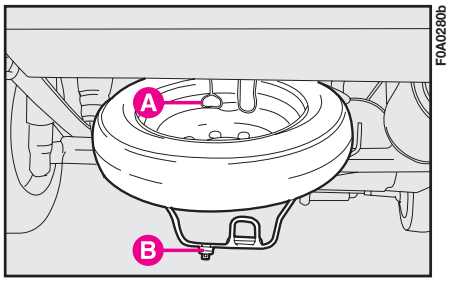

fig. 14a
**1)** Arrange the wheel you have replaced in the specific housing under the floor bed and secure the safety wire **A-fig. 14a** into clip **B**.